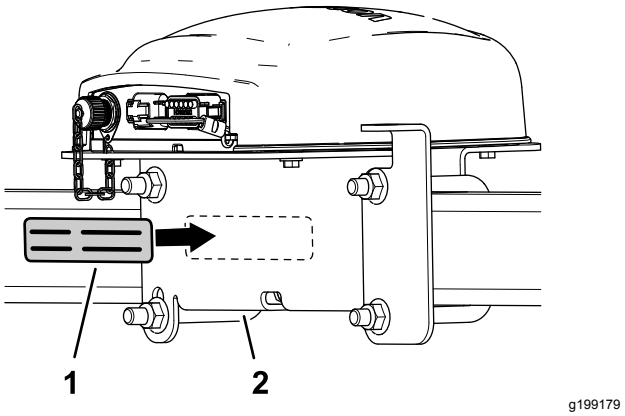

Figur 152
7. Påfør seriemærkaten på modtagerbeslaget (Figur 152).